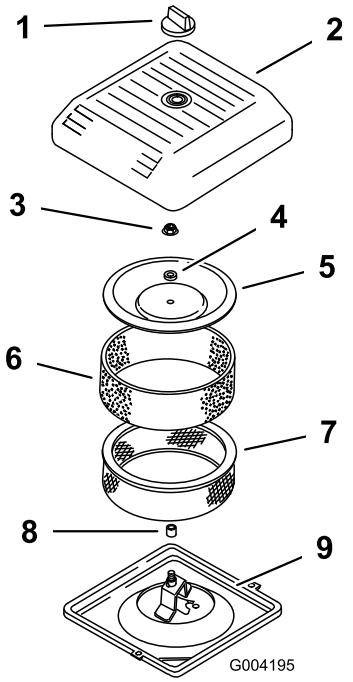

Figuur 14
2. Draai de knop los en verwijder het luchtfilterdeksel (Figuur 14).
3. Schuif voorzichtig het schuimfilter van het papieren element (Figuur 14).
4. Draai de dekselmoer los en verwijder deksel, afstandsstuk en papierfilter (Figuur 14).
2. Plaats de luchtreiniger op het onderstuk van de luchtreiniger (Figuur 14).
3. Monteer het accudeksel en zet dit goed vast met de dekselmoer (Figuur 14). Draai de moer vast met een torsie van 10,7 Nm.
4. Plaats het luchtfilterdeksel en zet het vast met de knop (Figuur 14).